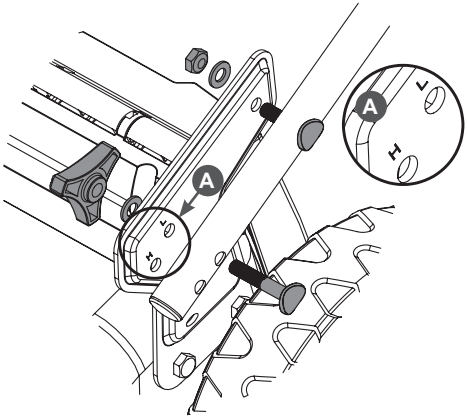

Рис. 4. Установка нижней части рукоятки
2. Установите нижнюю часть рабочей рукоятки. Совместите верхнее отверстие в нижней части рукоятки и кронштейне, вставьте в образовавшееся отверстие болт 2 с квадратным подголовком, установите шайбу и закрутите шестигранную гайку 3, не затягивая её (Рис. 4).
Рукоятка имеет два установочных положения, высокое и низкое. Совместите одно из отверстий (L или H) в кронштейне (нижнее отверстие «H» в кронштейне соответствует более высокому положению рабочей рукоятки, верхнее отверстие «L» соответствует более низкому положению рабочей рукоятки) и соответствующее отверстие в нижней части рукоятки и вставьте в образовавшееся отверстие болт 2 с квадратным подголовком, установите шайбу и закрутите барашковую гайку 4, не затягивая её (Рис. 4). Точно также установите другую сторону нижней части рабочей рукоятки.